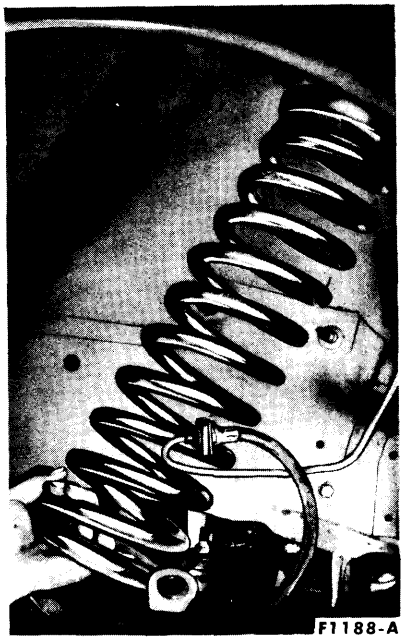

FIG. 33—Spring Removal or Installation
11. Remove the spring tool, then remove the spring from the car (Fig. 33).